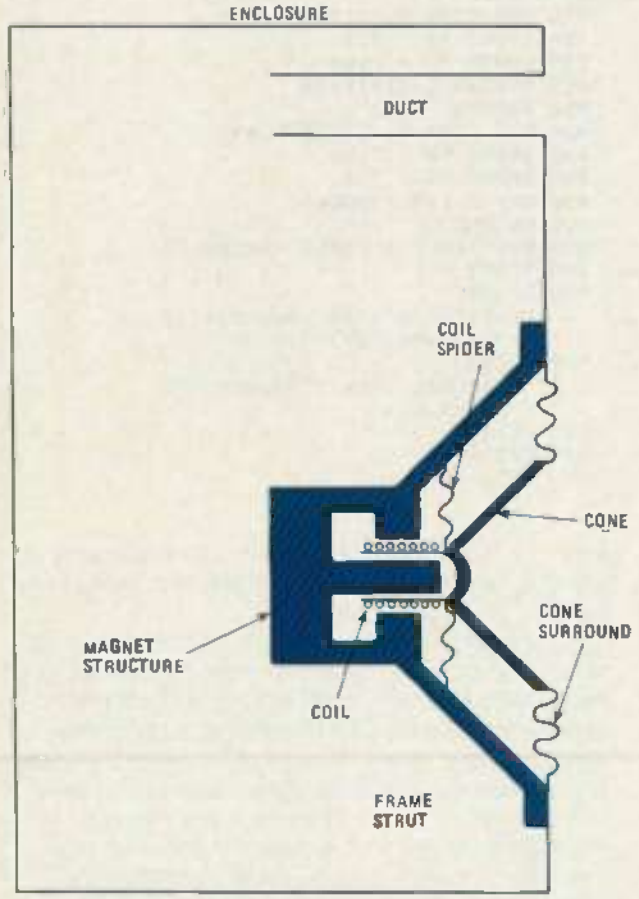

FIG. 1—CROSS SECTION of a dynamic woofer mounted in a ducted port enclosure.
■The most-complex system is the ducted port enclosure. The other systems can be thought of as simplifications of this type. Figure 1 shows a cross section of a dynamic loudspeaker mounted in a ducted port enclosure. When driven at low frequencies, the behaviour of this system is simpler than it is at higher frequencies. The cone moves as a single, rigid mass. All the air inside the duct moves in unison, acting as another single mass. The volume of air within the enclosure acts like a spring, coupling the cone mass to the mass of air in the duct. The front of both the cone and the air in the duct experience a frictional drag due to the acoustic power they radiate. This effect is called the radiation resistance, and is frequency dependent. The program retains only the first term in the Taylor expansion of the Bessel function that gives this frequency dependence. A small additional mass is added to the cone and the duct by the effect of the outside air and, here too, we keep only the first term of the Taylor expansion. Additional springiness and resistance result from the cone surround and the coil spider. More resistance is sometimes included in such enclosures in the form of fiberglass batting lining the box, across the port, or behind the woofer.
FIG 2.—MECHANICAL SYSTEM, equivalent at low frequencies, to the speaker shown in Fig. 1. Cone mass and the mass of air are assumed to move only in one direction, indicated by arrows. Coil applies oscillatory force to cone in this direction. Dampers are sources of mechanical resistance. One end of each damper and mounting spring has a fixed point of attachment.
FIG. 3—ELECTRICAL CIRCUIT analagous to systems in Figs. 1 and 2. Corresponding parameters are: R1 = Coil resistance, C1 = Mass of cone and co-moving air, L1 = Compliance of cone mountings, G2 = Mechanical resistance of cone mountings, G3 = Radiation resistance of cone, L2 = Compliance of enclosure volume, RP = Port (duct) radius, RS = Speaker radius, C2 = Mass of air in duct and co-moving air, G4 = Mechanical resistance, G5 = Radiation resistance of duct.